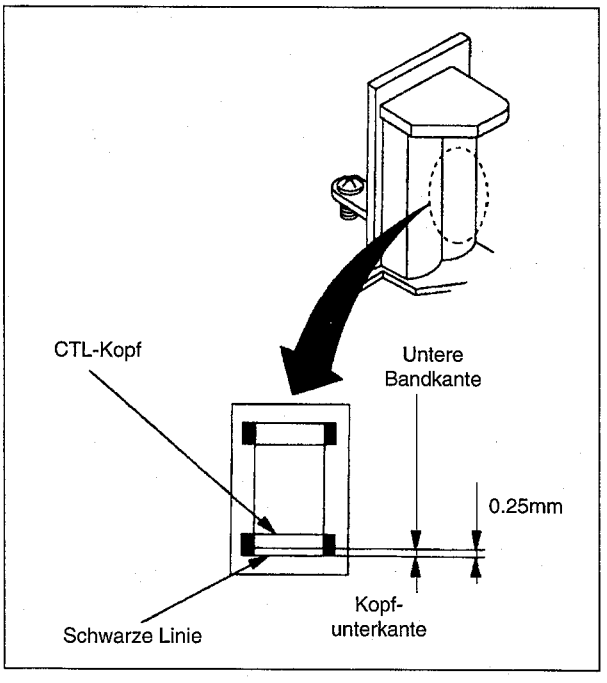

Abb. M15
- Kopfhöhe auf maximale Ausgangsspannung einstellen (siehe Abb. M15).
- Durch Drehen der Azimutschraube maximale Ausgangsspannung einstellen (siehe Abb. M15).